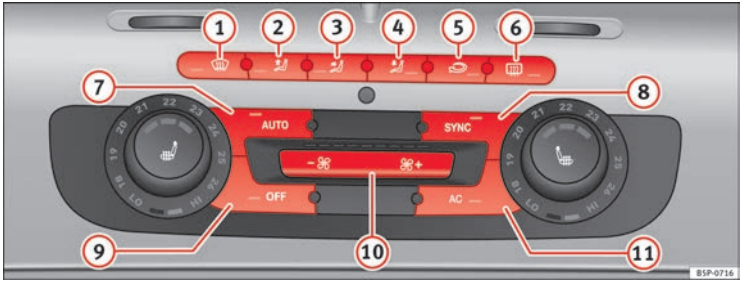

Abb. 136 Bedienelemente der 2C-Climatronic an der Instrumententafel.
– Zum Einschalten des manuellen Betriebs betätigen Sie eine der Tasten ⇒Abb. 136 (1) bis (5) oder aber die Gebläsetasten (10). Die jeweils eingestellte Funktion wird am Display des Radios bzw. des Navigationssystems angezeigt.
– Drücken Sie die Taste ⟲ ⇒ Abb. 136 (2), um den Umluftbetrieb ein- oder auszuschalten. Bei eingeschaltetem Umluftbetrieb erscheint am Display das Symbol ⟲.